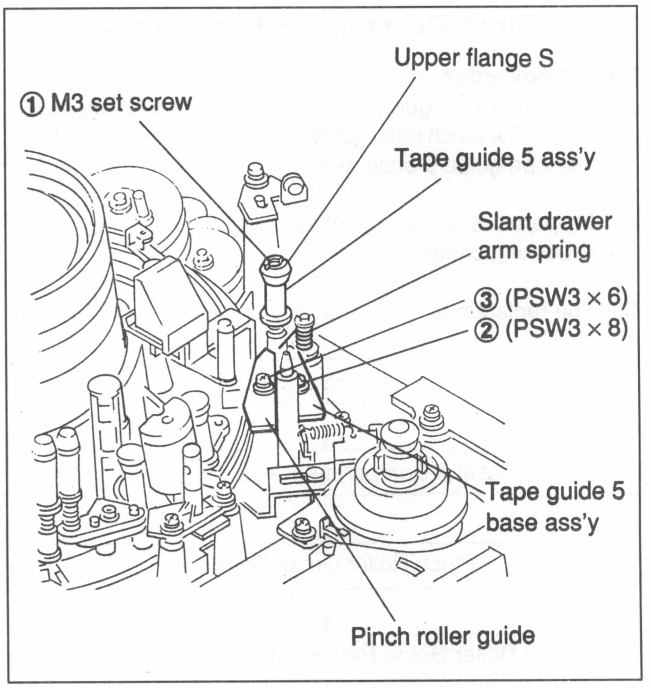

Fig.7-17-3 Tape Guide Block Removal
2. Tape Guide 5 Block Removal (Fig. 7-17-3)